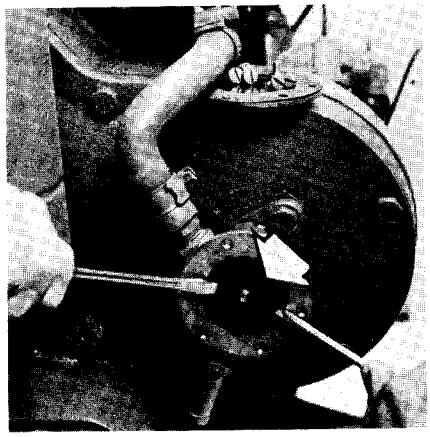

Fig. 24. Demontering av pumphjul. Pilen visar pumphjulets låsskruv
1. Stäng bottenkranen. Demontera locket från sjövattenpumpen. **Se upp med eventuellt vattenintrång!** Drag, med hjälp av två skruvmejslar, ut axeln med pumphjulet ur huset så mycket som behövs för att skruven som håller hjulet går att skruva ur. Se fig. 24. OBS! Lägg skydd under skruvmejslarna så att pumphuset ej skadas.